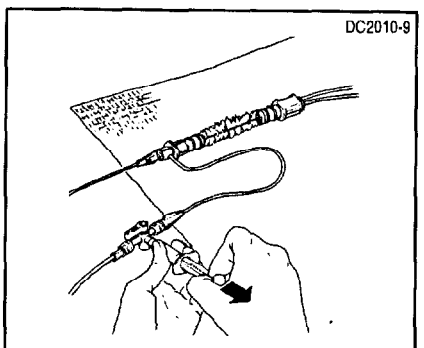

Figur 8. Aspiration og skylning af T-B-adapter og RV-lumen
9. Ved hjælp af en 3-vejs Luer-Lock stophane tilsluttes sideporten på T-B-adapteren til et aggregat for kontinuerlig skylning med saltvandsopløsning. Brug den vedlagte 5 ml sprøjte til at aspirere al luft fra sideporten og skyl lumenet (Figur 8).